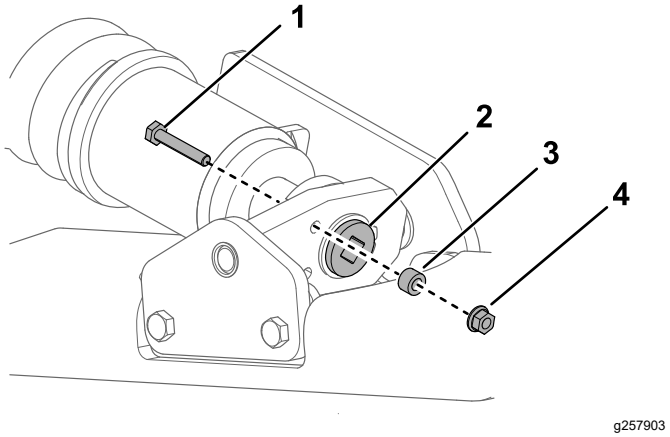

**Rysunek 57**
4. Odkręć śrubę zabezpieczającą, rozpórkę i nakrętkę (Rysunek 57).
6. Ustaw najbliższe nacięcie na śrubie napinającej równo z otworem śruby zabezpieczającej i unieruchom śrubę za pomocą śruby zabezpieczającej i nakrętki (Rysunek 57).
7. Odkręć śrubę zabezpieczającą, rozpórkę i nakrętkę (Rysunek 57).
8. Za pomocą klucza grzechotkowego z zabierakiem ½ cala uwolnij napięcie gąsienicy, obracając śrubę napinającą w prawo (Rysunek 57 oraz Rysunek 61).